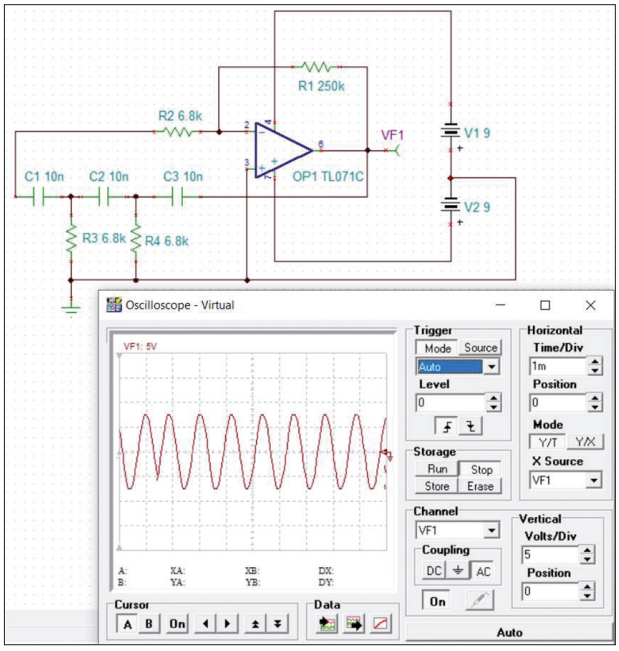

Figure 8.10 Phase shift oscillator.
Figure 8.10 shows a phase-shift oscillator designed using an operational amplifier. The output waveform is also shown in the same figure. Here, the resistor-capacitor network provides the required 180° phase shift for the feedback network. Assuming C1 = C2 = C3 and R2 = R3 = R4, the frequency of oscillation is given by:
The condition for oscillation is that the voltage gain of the operational amplifier must be greater than 29. With the component values chosen in Figure 8.10 (R = 6.8 kΩ, C = 10 nF), the oscillation frequency is *f* = 1 kHz. The voltage gain of the circuit is R1 / R2. The condition for oscillation is satisfied if R1 / R2 > 29. Since R1 = 6.8 kΩ, we can choose R2 = 250 kΩ (220 kΩ would be a suitable E12 value).
- Draw the circuit as in Figure 8.10, selecting TL071C as the operational amplifier.